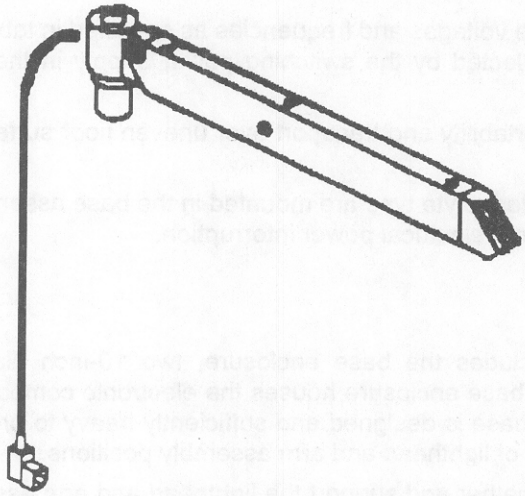

Figure 1-4. Arm assembly.
c. Arm assembly (fig 1-4). The arm assembly supports the lighthead and provides a range of vertical height for the lighthead as well as 90 degrees of rotational capability.